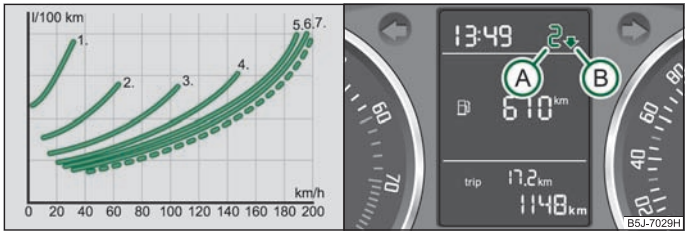

Fig. 129 Fuel consumption / Shift recommendation for changing gears
The ⇒ fig. 129 shows the ratio of fuel consumption to the speed of your vehicle in the relevant gear. Fuel consumption in 1st gear is the highest. The consumption is the lowest in the highest gear.
An information for the engaged gear (A) ⇒ fig. 129 is shown in the display of the instrument cluster.